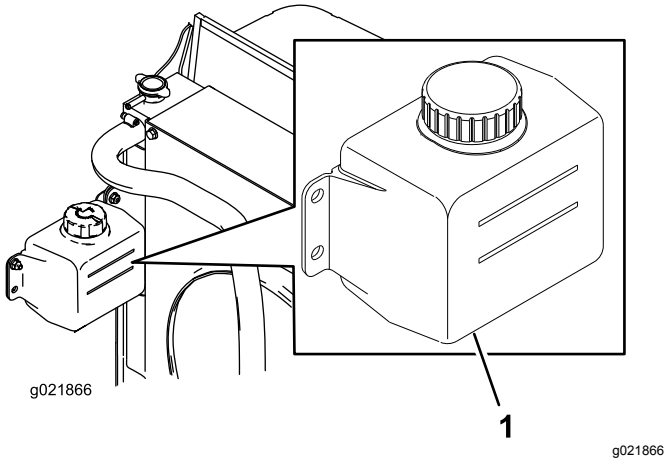

**Figur 28**
1. Kontroller kølevæskestanden i ekspansionsbeholderen (Figur 28).